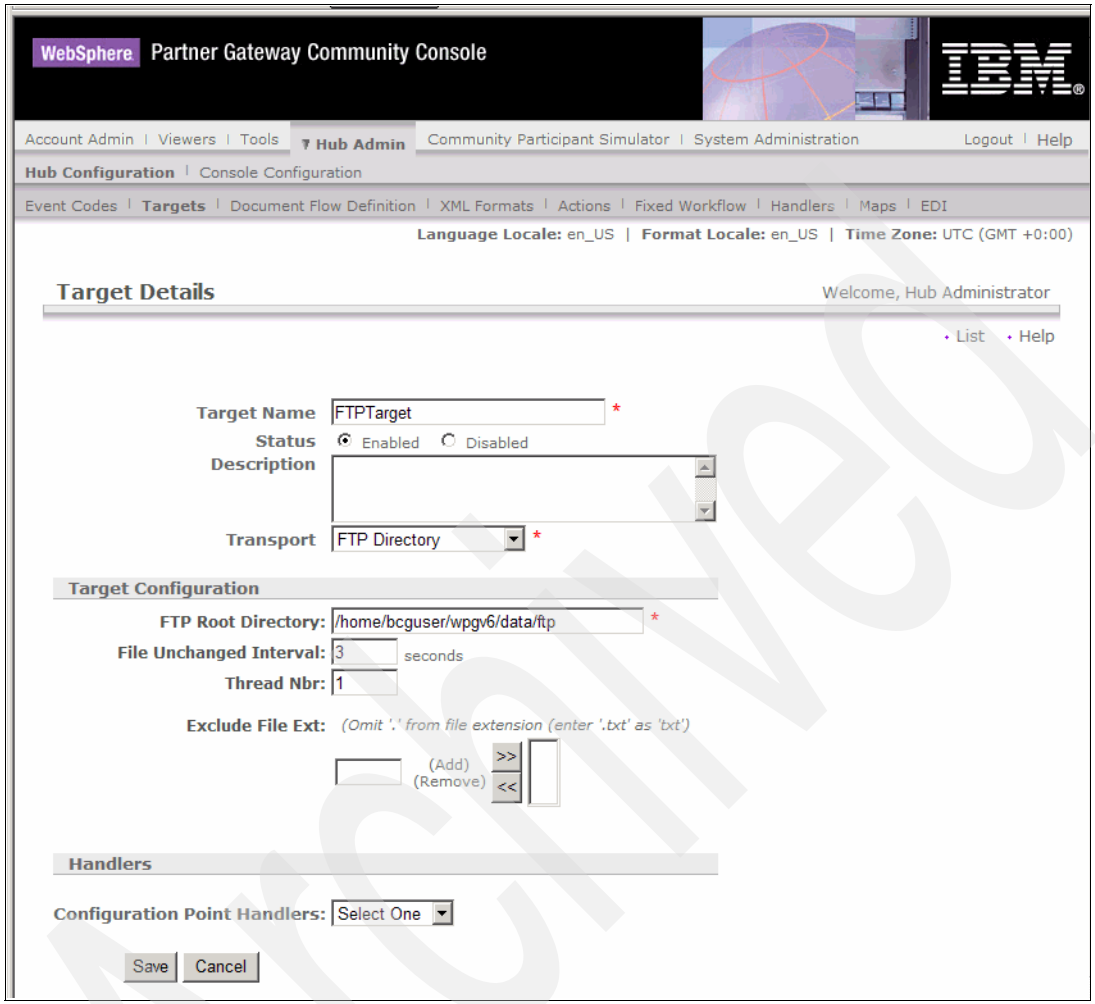

Figure 12-4 Creating a new FTP Directory type target.
3. In the Target Details window (Figure 12-4 on page 346), take these steps: